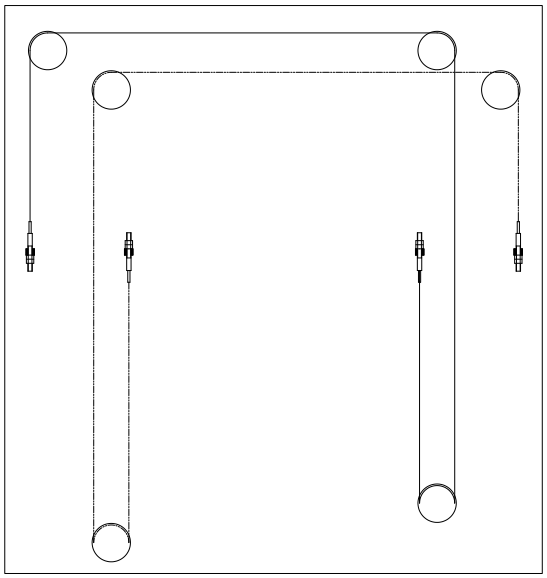

Fig. 37
• Monter le câble de synchronisation conformément à la fig. 37.